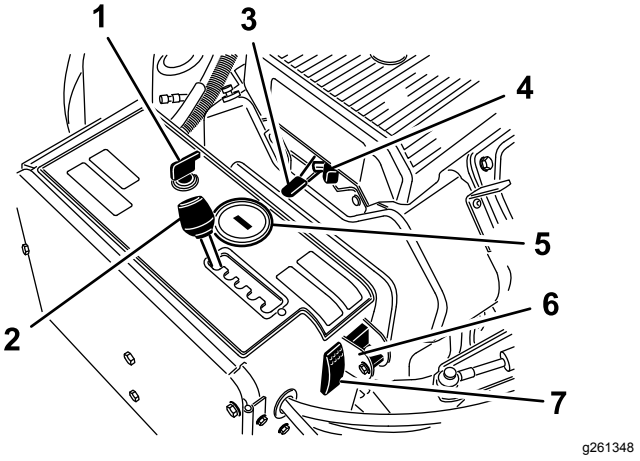

Figur 14
Brug tændingskontakten (Figur 14) til at starte og slukke motoren. Kontakten har 3 positioner:
Flyt dybdelufterafstandsgrebet (Figur 14) til det ønskede hulmellemrum eller til T for transport.
Brug gashåndtaget (Figur 14) til at regulere motorhastigheden. Når gashåndtaget flyttes fremad, øges motorhastigheden (positionen FAST (hurtig)). Når det flyttes bagud, sænkes motorhastigheden (positionen SLOW (langsom)). Motorhastigheden regulerer kernehovedets hastighed og styrer maskinens kørehastighed.
- Når der slukkes for motoren, viser timetælleren/omdrejningstælleren (Figur 14) det antal timer, som motoren har kørt.
Brug chokeren, når du starter en kold motor (Figur 14).
Drej omkobleren til nedepositionen for at slå TrueCore-funktionen fra (Figur 14). Fjern bolten for at få adgang til omkobleren for manuel terrænkontakt.
Tryk på kontakten til systemnulstilling (Figur 14) for at hæve kernehovedet, hvis maskinen deaktiveres (dvs. hvis maskinen er løbet tør for brændstof).